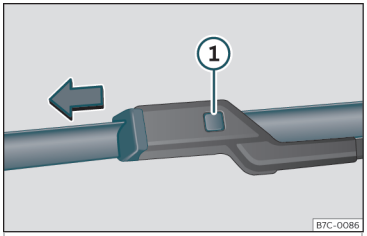

Fig. 36 Cambio de las escobillas del limpiaparabrisas.
- Mantenga presionada la tecla de desbloqueo ››› **fig. 36** ① tirando ligeramente de la escobilla en el sentido de la flecha.